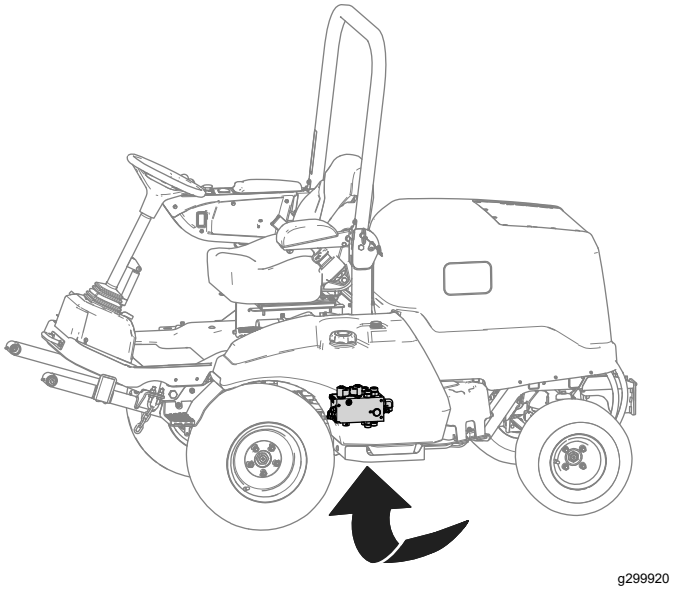

**Bild 8**
A. Stellen Sie eine Auffangwanne unter den Hydraulikverteiler (in Bild 8 dargestellt).